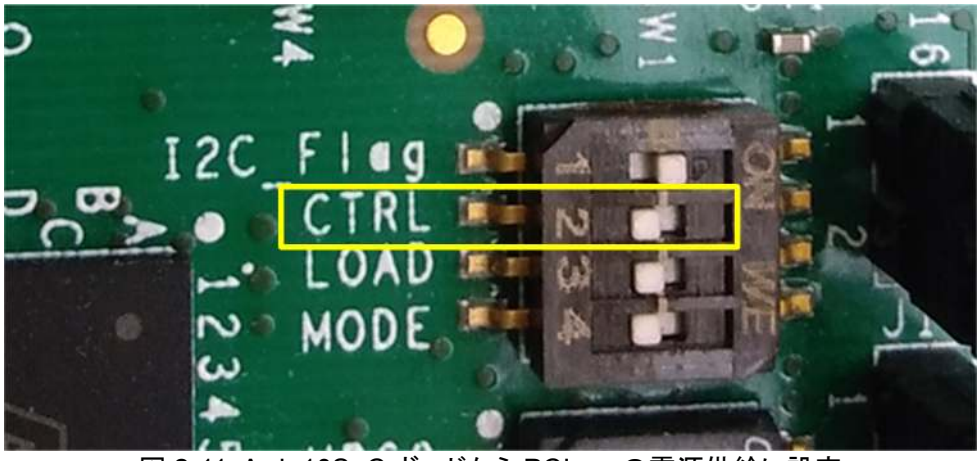

図 2-11: Arria10SoC ボードから PCIe への電源供給に設定
d) 図 2-11 に示すように SW[12]=OFF として FPGA ボードからの PCIe 電源供給に設定します。